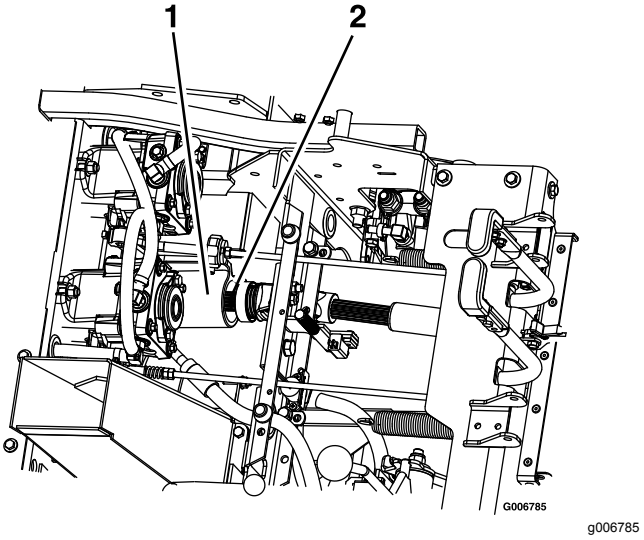

Figur 80
9. Løsn sædet, og frakobl drivakslen med lynkoblingen på mellemakslen (Figur 80). Se Løsning af sædet (side 24).
5. Monter drivakslen på mellemakslen (Figur 80).